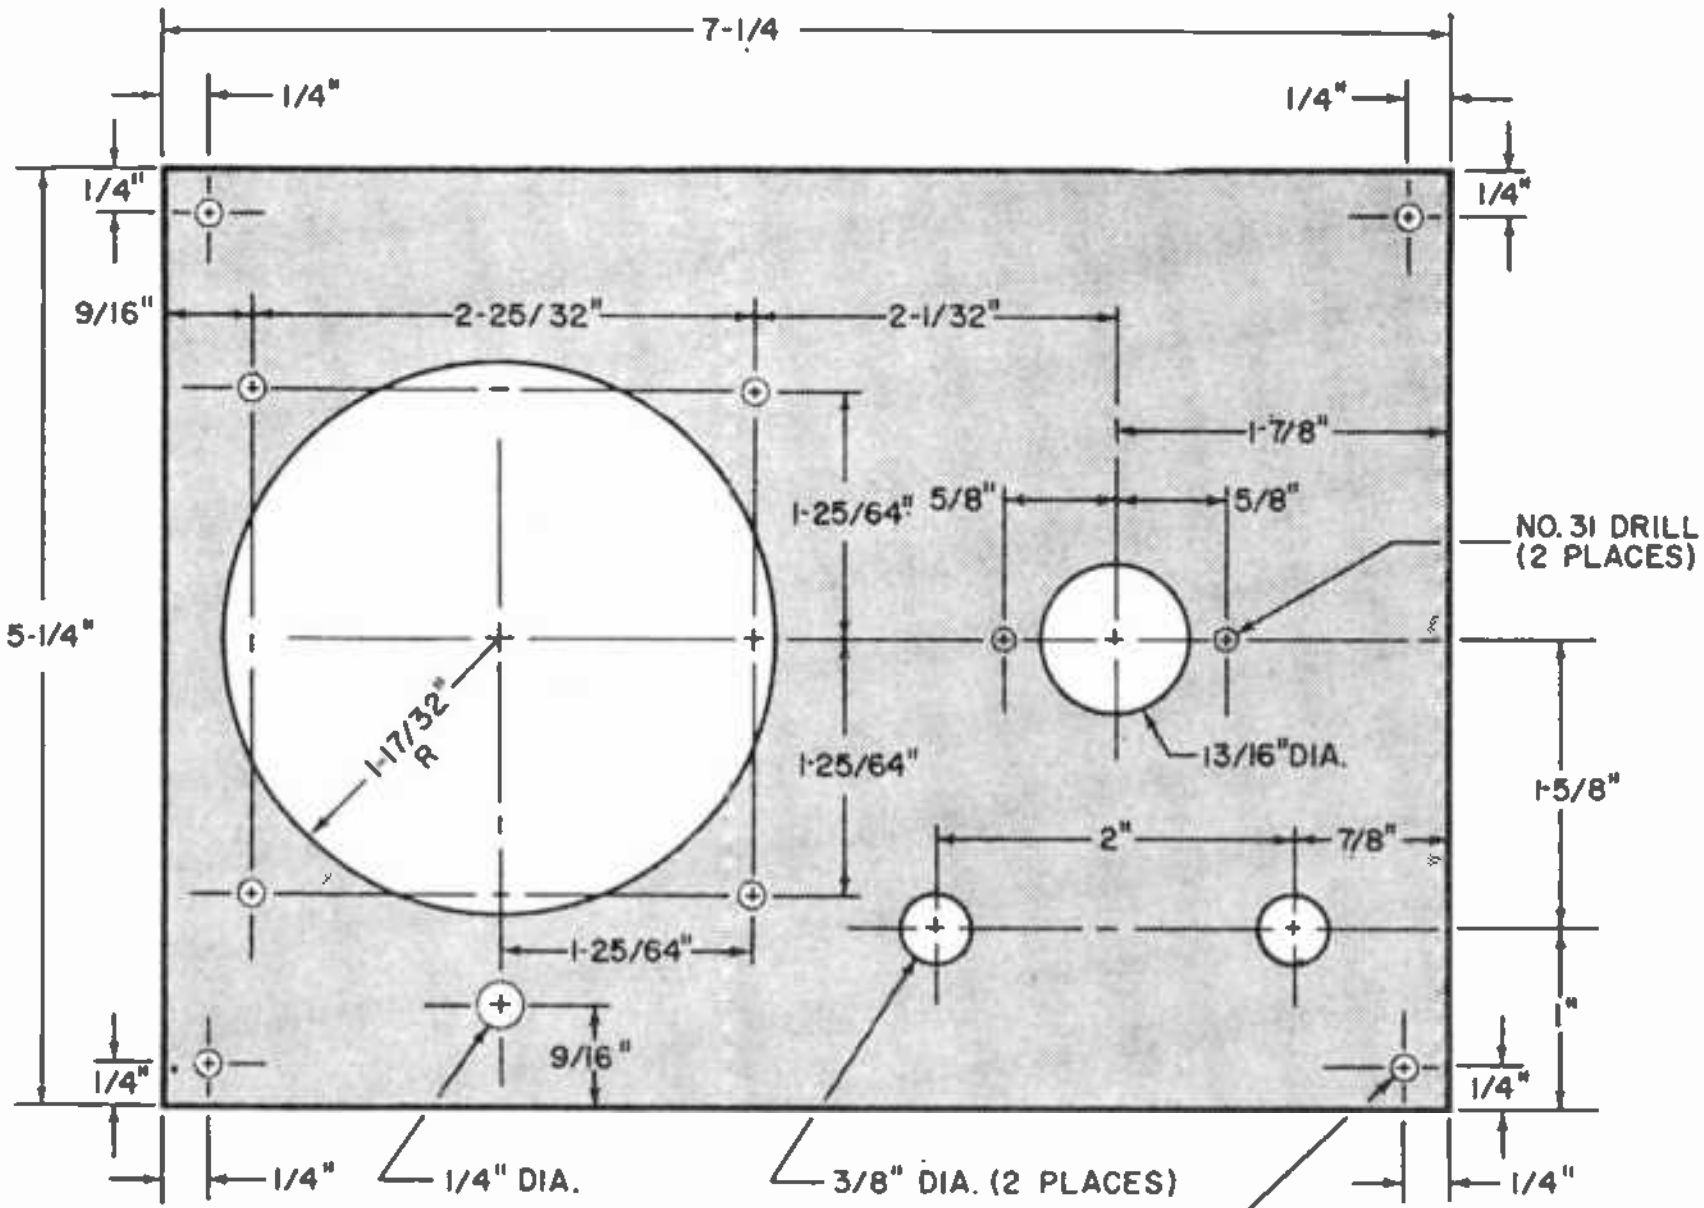

Fig. 3. This drawing shows the front panel arrangement of mounting holes in author's model.
**Construction.** A printed circuit board is an absolute must for this circuit, owing to the large number of connections and the mounting techniques required for the integrated circuits. You can buy the board already etched and drilled commercially (see Parts List). If you prefer, you can lay out, etch, and drill your own, by following the details in Fig. 3. Be exceptionally careful with your layout if you make your own, for a wiring error in the counter portion of the circuit is quite difficult to find.
The hole template of the front panel is shown in Fig. 3. The panel thickness should be ⅛", and it can be fabricated from aluminum, plastic, Bakelite, or any equivalent material. Mount the speaker with four *6-32* x ⅜" screws. At the two left-hand holes, use regular *6-32* nuts to fasten down the screws. Use 1"-long spacers that have been threaded for *6-32* screws at the remaining two locations; refer to Fig. 4 for the exact location of the spacers. Mount the vernier drive mechanism with *4-40* x ¼" screws and nuts. The two potentiometers and the phone jack go on last—mount them in the directions indicated in Fig. 5.